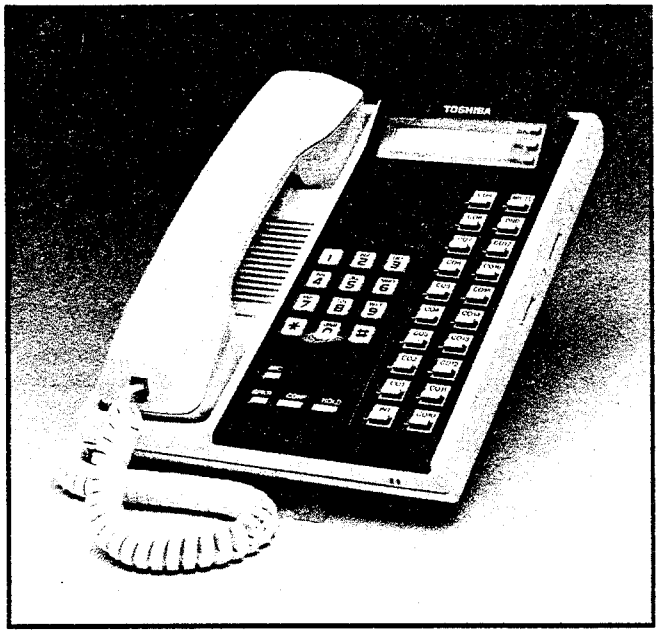

FIGURE 16 — 20-key LCD EKT
06.24 A 20-key Liquid Crystal Display (LCD) EKT (Figure 16) with speakerphone may be located at any or all stations in either system. The 32-character alphanumeric display provides an accurate clock/calendar in the idle state; or elapsed time, dialed number, calling station, CO line and other feature activation prompts are displayed depending upon use. System messages, personal messaging, and station-to-station messaging are also included.